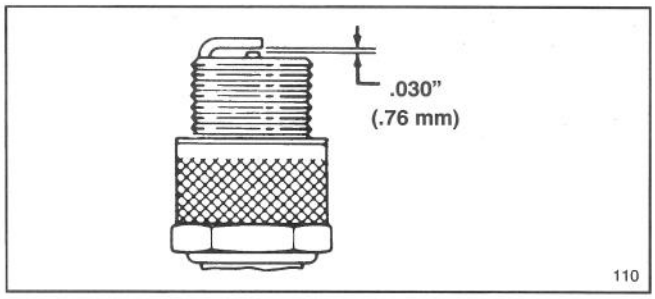

Afbeelding 10
3. Stel de elektrodenafstand af op 0,76 mm (Afb. 10). Installeer de juiste bougie en pakking en draai de bougie stevia vast tot 20 N · m.